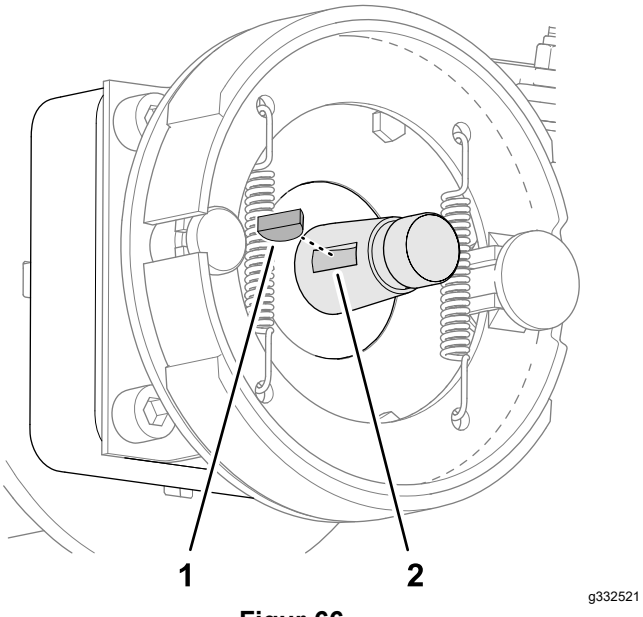

**Figur 66**
5. Ta bort woodruffkilen från hjulmotoraxeln (Figur 66).